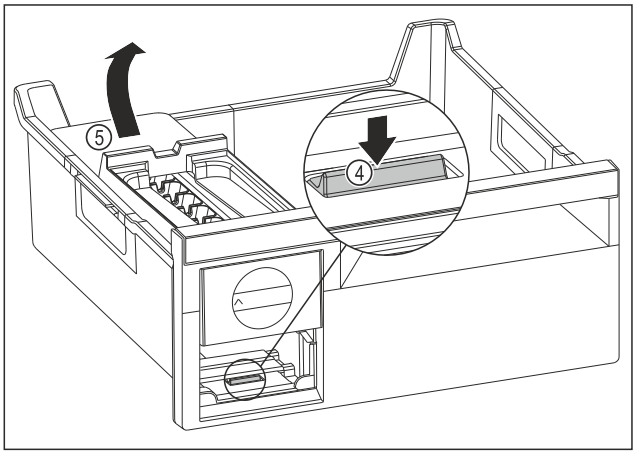

Fig. 105
▶ Извлеките корпус EasyTwist-Ice: Надавите пальцем вниз на накладку *Fig. 105 (4)* и одновременно другой рукой поднимите корпус EasyTwist-Ice *Fig. 105 (5)* сзади.